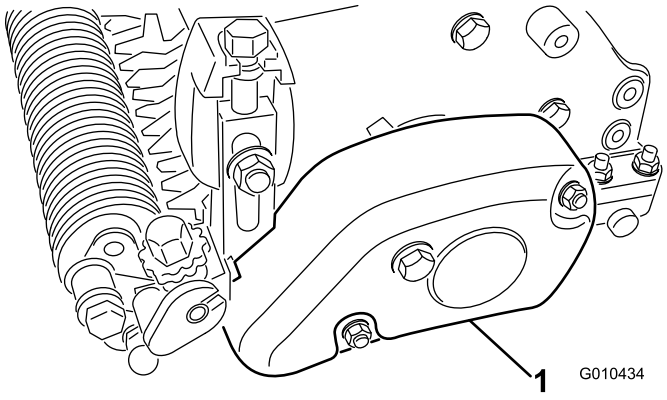

Figur 28
1. Ta bort remkåpan från trimsatshuset (Figur 28).